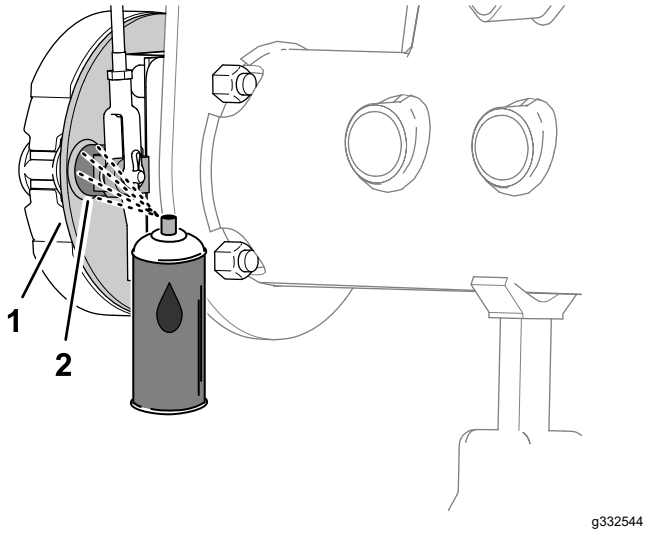
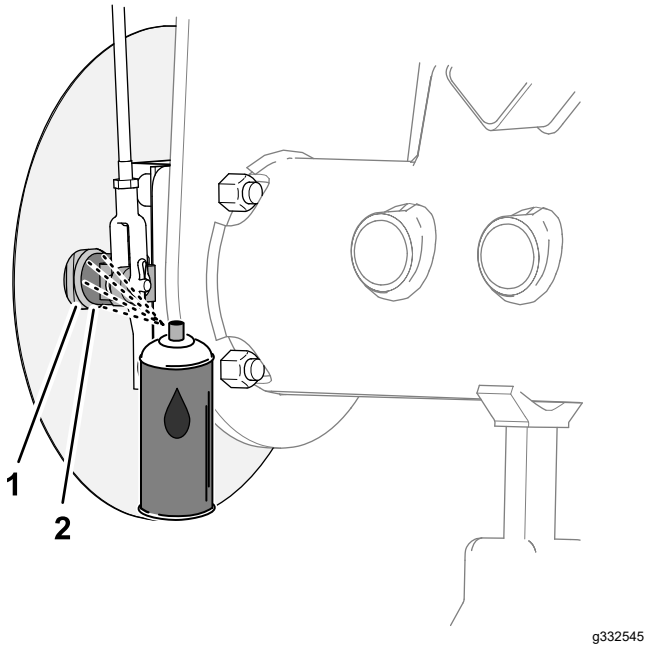

Figur 65
Figur 66
1. Spruta penetrerande olja mellan bromskamaxeln och fästplåten på insidan av bromsfästplåten (maskiner utan det valbara fälggrässkyddet) eller på insidan av hjulskyddet (maskiner med det valbara fälggrässkyddet) (Figur 65 eller Figur 66).